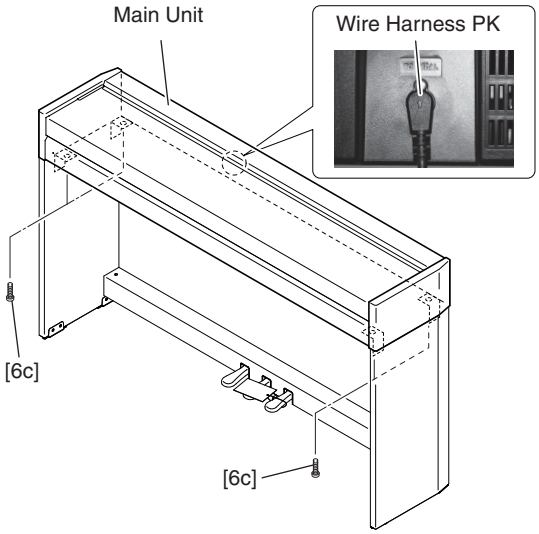
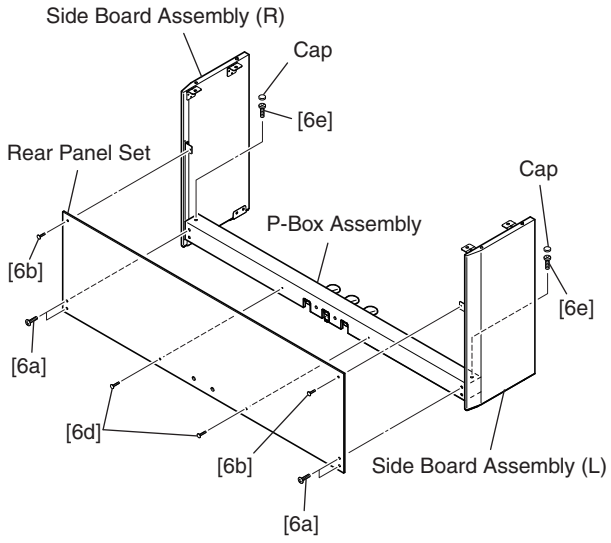

Fig.10
Fig.11
1. Unplug the wire harness PK-LF from the [TO PEDAL] terminal. (Fig.10)
2. Remove the four (4) screws marked [6c], and detach the two (2) cord clamp from the wire harness PK-LF. The main unit can then be removed. (Fig.10)
3. Remove the four (4) screws marked [6a], the two (2) screws marked [6b] and the two (2) screws marked [6d]. The rear panel can then be removed. (Fig.11)
4. While holding the side board to prevent it from falling, remove the cap and the screw marked [6e]. The side board assembly (L) can then be removed. (Fig.11)
* ***The side board assembly R can then be removed in the same manner. (Fig.10, Fig.11)***
1. Unplug the wire harness PK-LF from the [TO PEDAL] terminal, then remove the cord clamp from the wire harness PK-LF. (Fig.10)
2. Remove the four (4) screws marked [6a], the two (2) screws marked [6b] and the two (2) screws marked [6d]. The rear panel can then be removed. (Fig.11)
3. Remove the two (2) caps and the two (2) screws marked [6e] from the left and right sides. Slightly move the sections below the side boards toward the outside to widen. The P-Box assembly can then be removed by lifting and moving toward the back. (Fig.11)